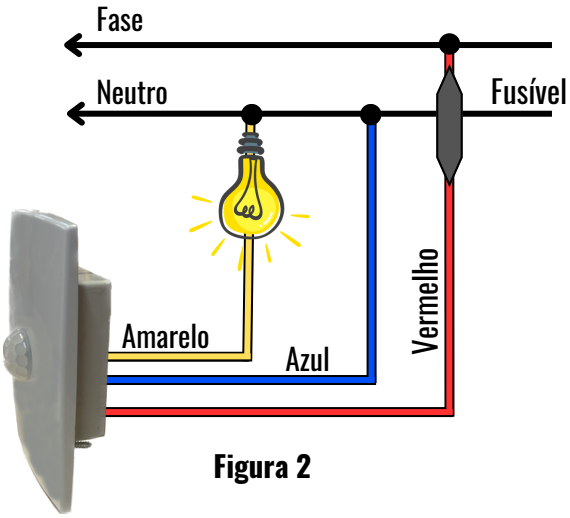

Figura 2
3. Identifique os fios Fase, Neutro e Retorno e onde eles serão instalados, conecte-os conforme a figura 2, tomando cuidado para não inverte-los;